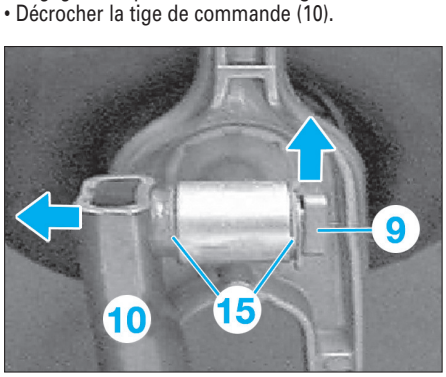

Fig. 9
• Dégager le clip de sécurité (9) **(Fig.9)**.
• Décrocher la tige de commande (10).
- Graisser la tige de commande et faire attention à la bonne position des rondelles entretoises (15) **(Fig.9)**.